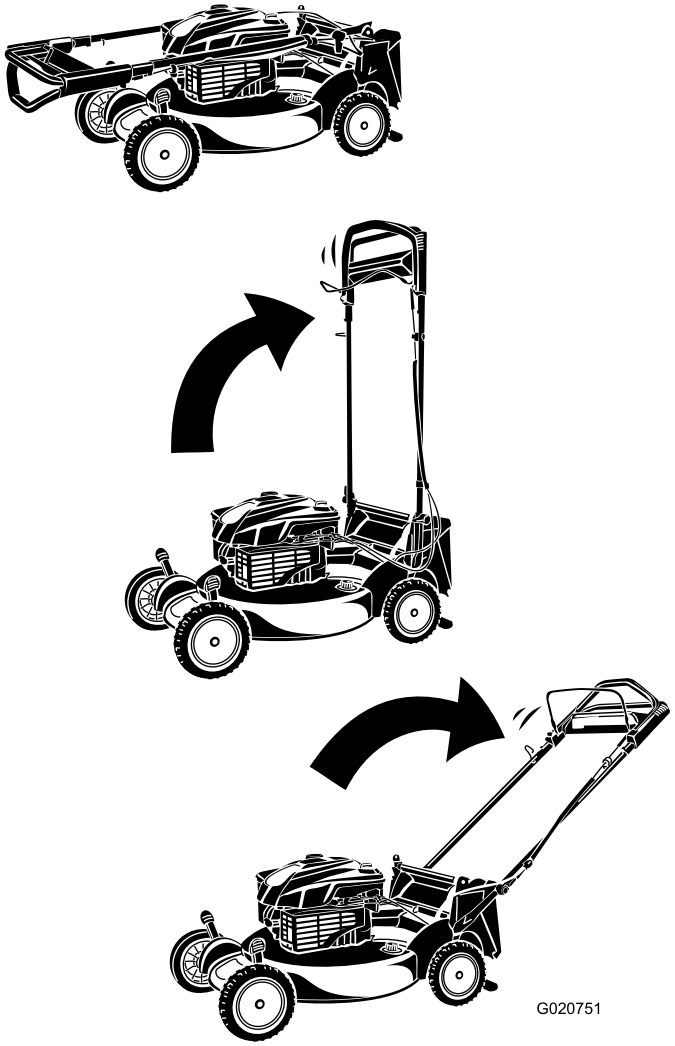

**Figur 4**
3. För handtaget bakåt (Figur 4).